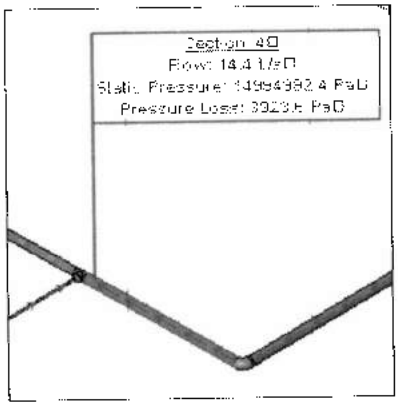

Рис. 40.13. *Проверка давления в трубе с использованием Инспектора*
4. Подсветить сечение в системе. Информация о потоке появляется в форме флажка (рис. 40.13). Красный цвет флажка и его содержимого индицирует сегменты с большим статическим давлением. Щелчком можно закрепить информацию о потоке на виде. Информация остается, пока не закрепить новый флажок в другом сечении системы.